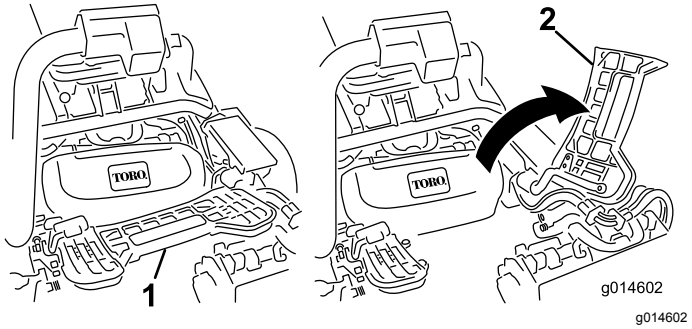

Figur 50
2. Hæv fodstøtten og vip den åben, så du får adgang til den midterste klippeenheds position (Figur 50).